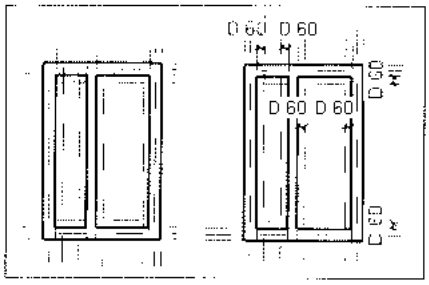

Рис. 18.9. *Добавление опорных плоскостей для рамы*
3. На ленте **Detail** в разделе **Dimension** выбрать инструмент **Aligned** и нанести размеры между новыми опорными плоскостями и плоскостями, определяющими отверстия в переплете. Эти размеры промаркировать, присвоив им метку *D* (рис. 18.9).